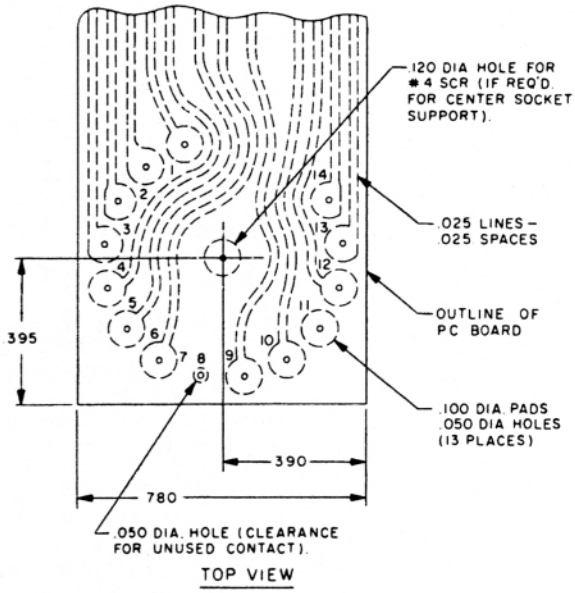

FIGURE 6. RECOMMENDED PRINTED CIRCUIT BOARD LAYOUT
Recommended Printed Circuit Board Layout ---------- Figure 6, Notes 4 & 5
4. The recommended printed circuit board layout for the B-5441, B-5441A socket is shown with a run to terminal 6 (left decimal point) and no run to terminal 11 (right decimal point). If terminal 11 is to be used instead of terminal 6, omit the run to terminal 6, reposition runs 7, 9 and 10, and add a run to terminal 11. For the Type B-5440, B-5440A, the run can be omitted. See Figure 6.